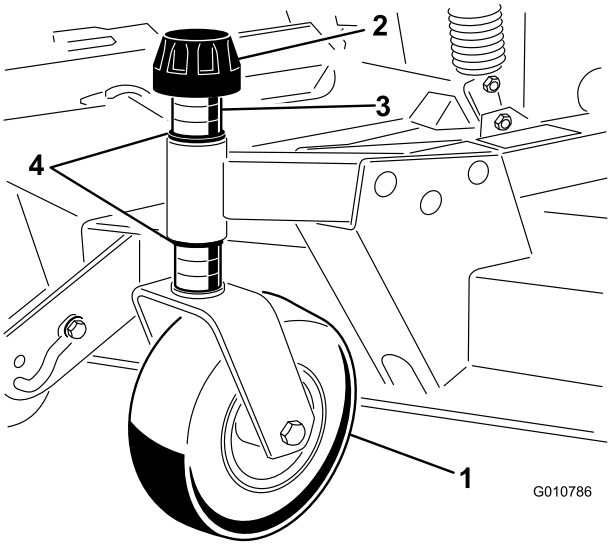

**Figure 8**
1. Enlevez le chapeau de tension de l'axe de pivot et sortez l'axe du bras pivotant avant (Figure 8).